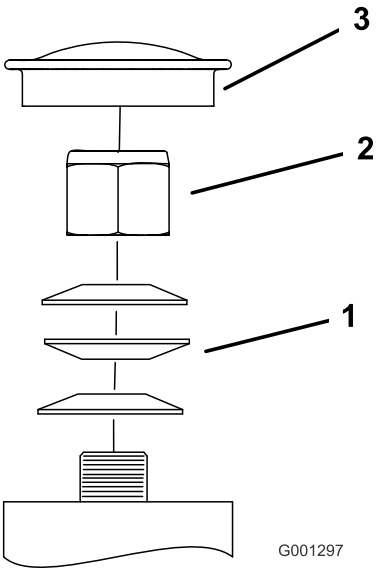

Figur 69
3. Fjern støvhetten fra styringen og trekk til låsemutteren (Figur 69).
4. Trekk til låsemutteren inntil fjærskivene er flate og gå deretter tilbake 1/4 omdreining for å stille forhåndsbelastningen på lagrene korrekt (Figur 69).
Viktig: Påse at fjærskivene er montert korrekt slik det vises i Figur 69.
5. Sett på støvhetten (Figur 69).